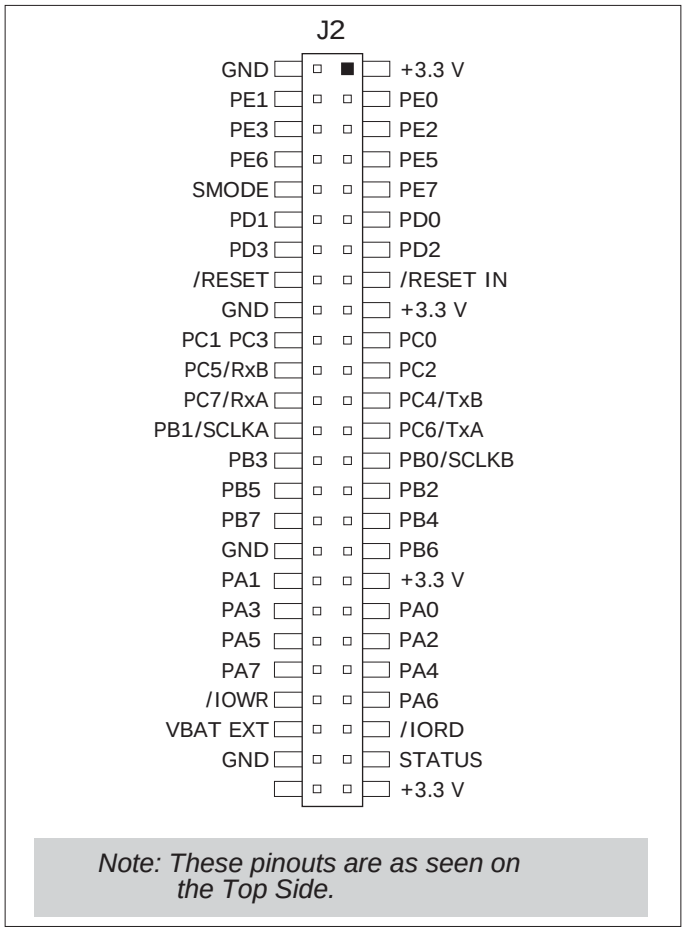

Figure C-4. MiniCore Boards Pinout
- **Module Extension Headers**—The complete pin set of the RCM5600W module is duplicated below header J2. Developers can solder wires directly into the appropriate holes, or, for more flexible development, a 2 × 25 header strip with a 0.1" pitch can be soldered into place. See Figure C-4 for the header pinouts.
The Prototyping Board provides the user with RCM5600W connection points brought out conveniently to labeled points below header J2. The pinouts for header socket J2 are shown in Figure C-4.